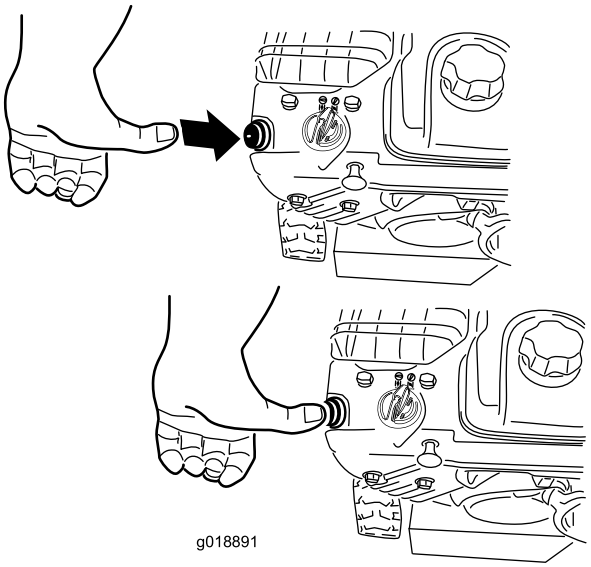

Figur 22
4. Snapsa genom att trycka in knappen ordentligt med tummen två gånger (vid –9 °C eller högre) eller fyra gånger (under –9 °C) och hålla in knappen en sekund vid varje tryckning innan du släpper den igen (Figur 22).